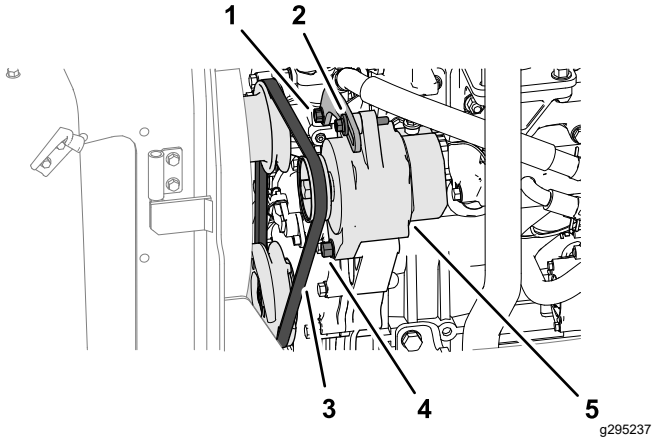

Figuur 69
1. Druk met een kracht van 10 kg halverwege tussen de poelies op de riem (Figuur 69).
- Als de speling van de riem minder dan 10 mm is, maakt u de scharnierbout en de spanbout van de dynamo los (Figuur 69) en vermindert u de spanning van de riem.
- Als de speling van de riem meer is dan 10 mm, maakt u de scharnierbout en de spanbout van de dynamo los (Figuur 69) en verhoogt u de spanning van de riem.
Opmerking: Maak indien nodig de bout van de spanbeugel los (Figuur 69).
3. Draai de bouten vast (Figuur 69).